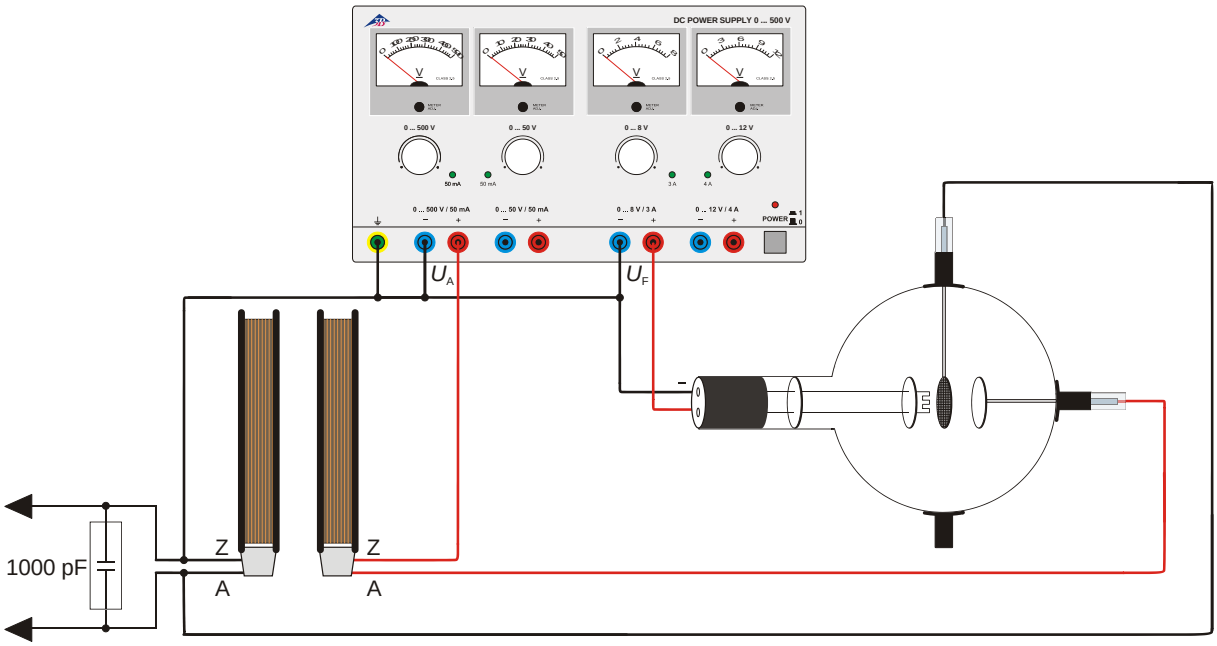

Fig. 5 Erzeugung ungedämpfter LC-Schwingungen
- Schaltung gemäß Fig. 5 vornehmen.